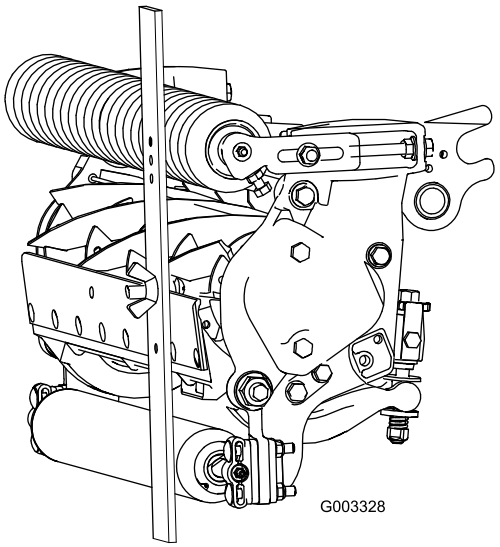

Figur 18
3. Hægt skruehovedet på bundknivens æg, og lad den bageste ende af stangen hvile på bagrullen (Figur 18).
4. Drej justeringsskruen, indtil frontrullen rører ved målestangen (Figur 18). Juster begge rullens ender, indtil hele rullen er parallel med bundkniven.